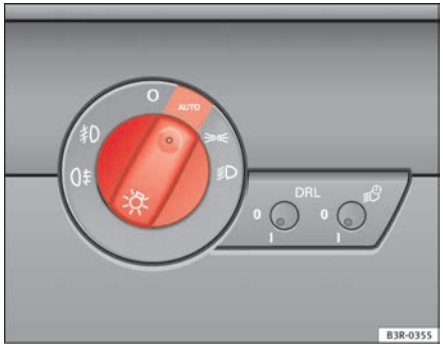

Fig. 86 Detailed view of instrument panel: Light switch
– Turn the light switch ⇒ fig. 86 to the **AUTO** position.